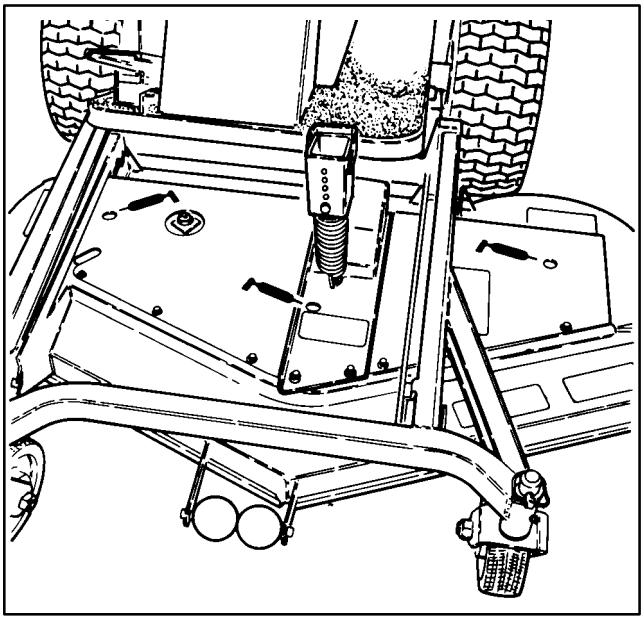
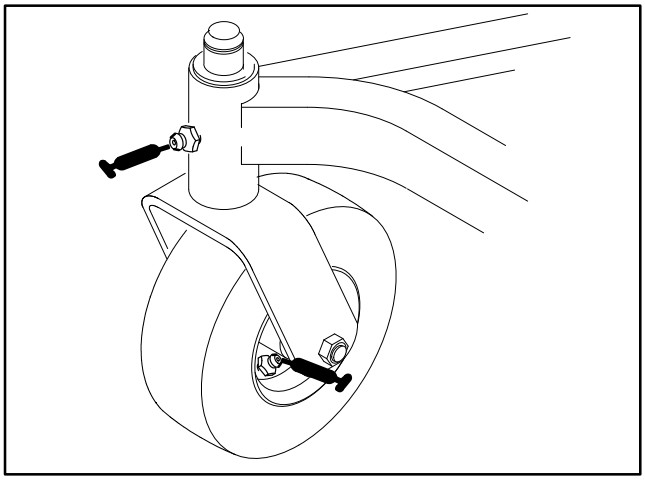
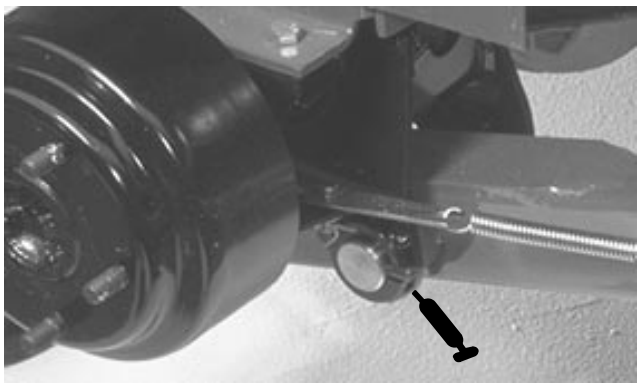

Figure 21
Figure 19
Figure 20
1. The cutting unit lubrication points are: castor spindle bushings (Fig. 19), castor wheel bearings (Fig. 19), right and left lift arm pivot pins (Fig. 20) and blade spindle bearings (Fig. 21).